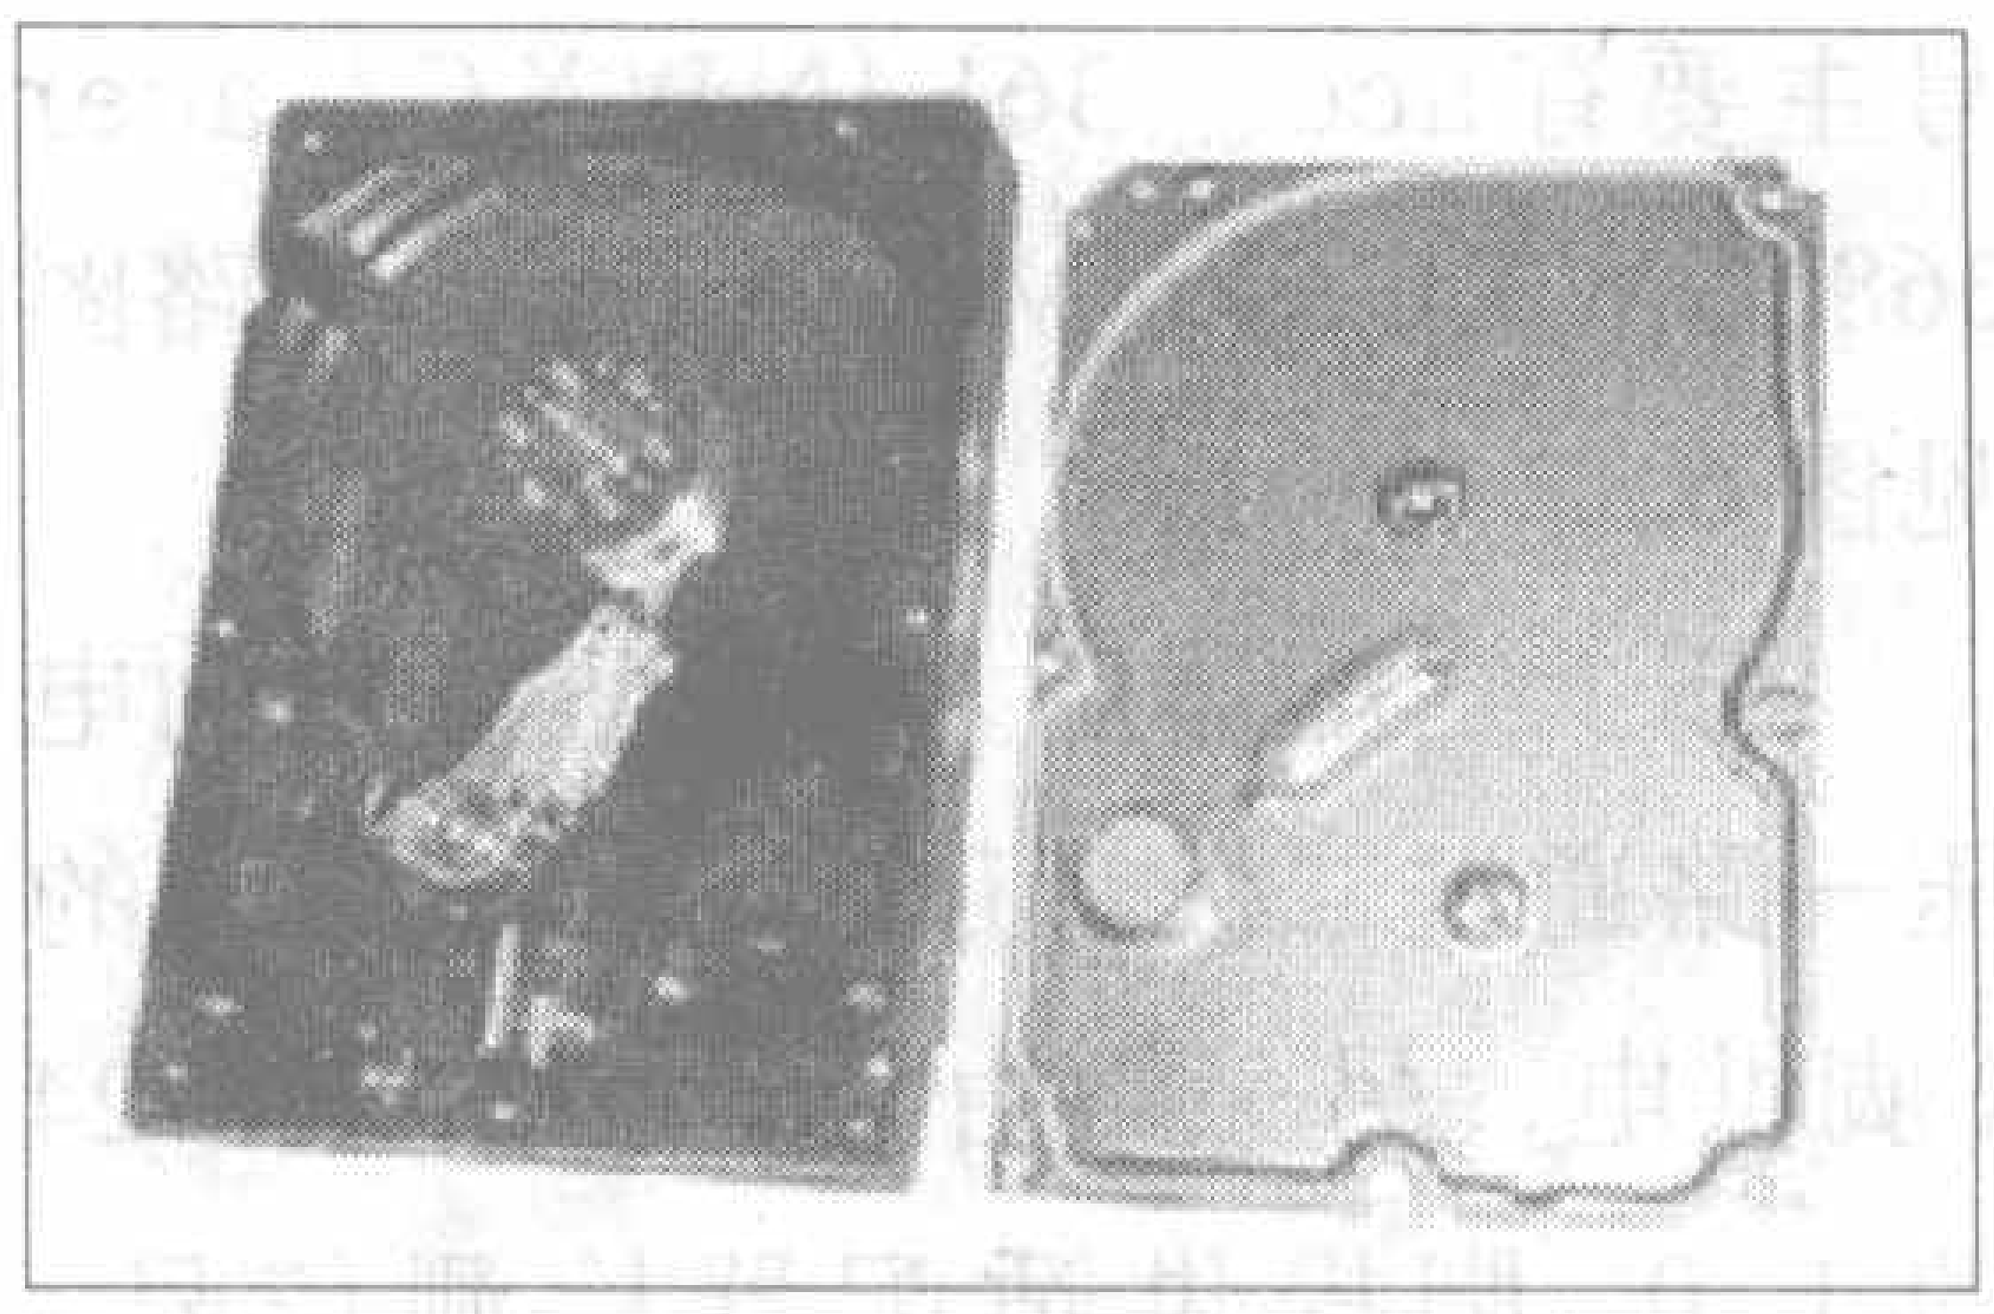
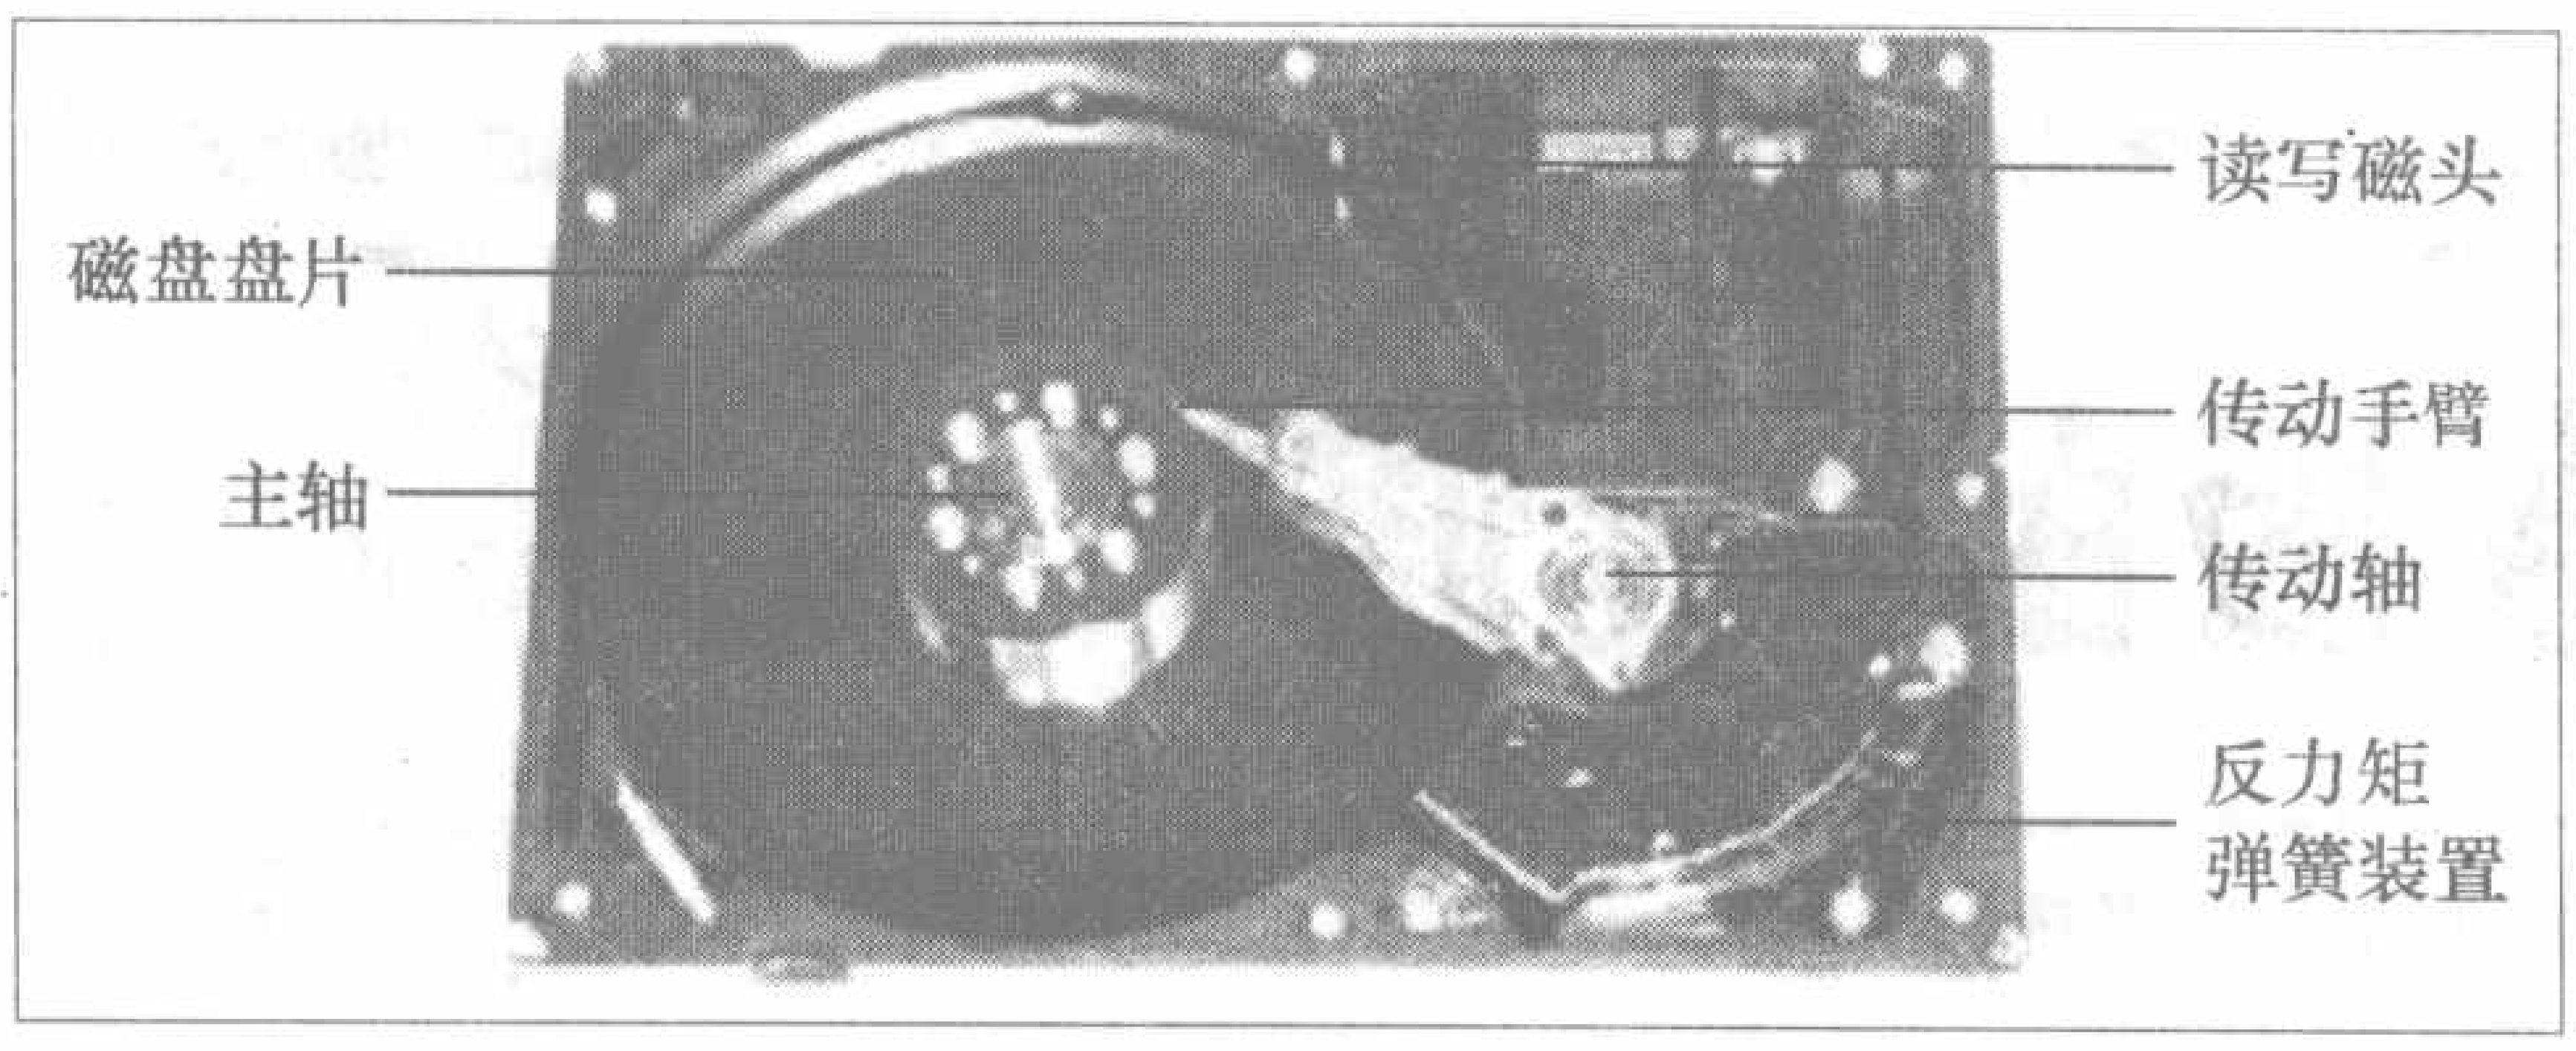

图4 揭开硬盘面板
图5 西部数据硬盘内部结构
揭开硬盘的面板，如图4所示，硬盘内部结构如图5所示，由固定面板、控制电路板、磁头、盘片、主轴、电机、接口及其他附件组成，其中磁头和盘片组件是构成硬盘的核心，它封装在硬盘的净化腔体内，包括有浮动磁头组件、磁头驱动机构、盘片、主轴驱动装置及前置读写控制电路这几个部分。
(1) 磁头组件：这个组件是硬盘中最精密的部位之一，它由读写磁头、传动手臂、传动轴三部分组成，如图5所示。磁头是硬盘技术中最重要和关键的一环，实际上是集成工艺制成的多个磁头的组合。它采用了非接触式头、盘结构，加电后在高速旋转的磁盘表面移动，与盘片之间的间隙只有0.1μm~0.3μm，这样可以获得很好的数据传输率。现在转速为